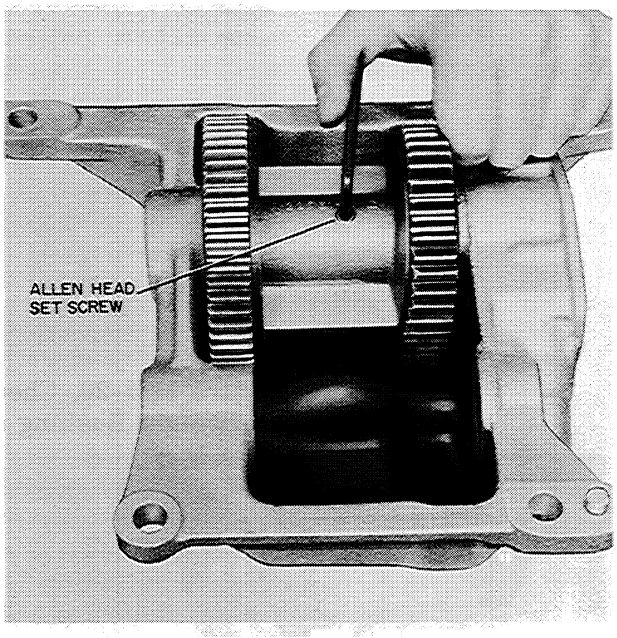

Figure MM-25
3. After checking the side clearance, the recess in the shaft must line up with the hole in the counterweight. Install the Allen Head set screw, Figure MM-25, tighten securely and stake (centerpunch) the counterweight around the set screw.